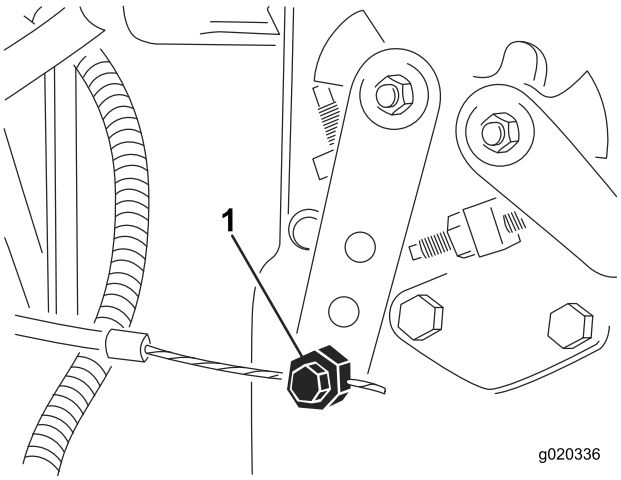

Figur 61
2. Løsne gasskabelkontakten på spaken på innsprøytingspumpen (Figur 61).